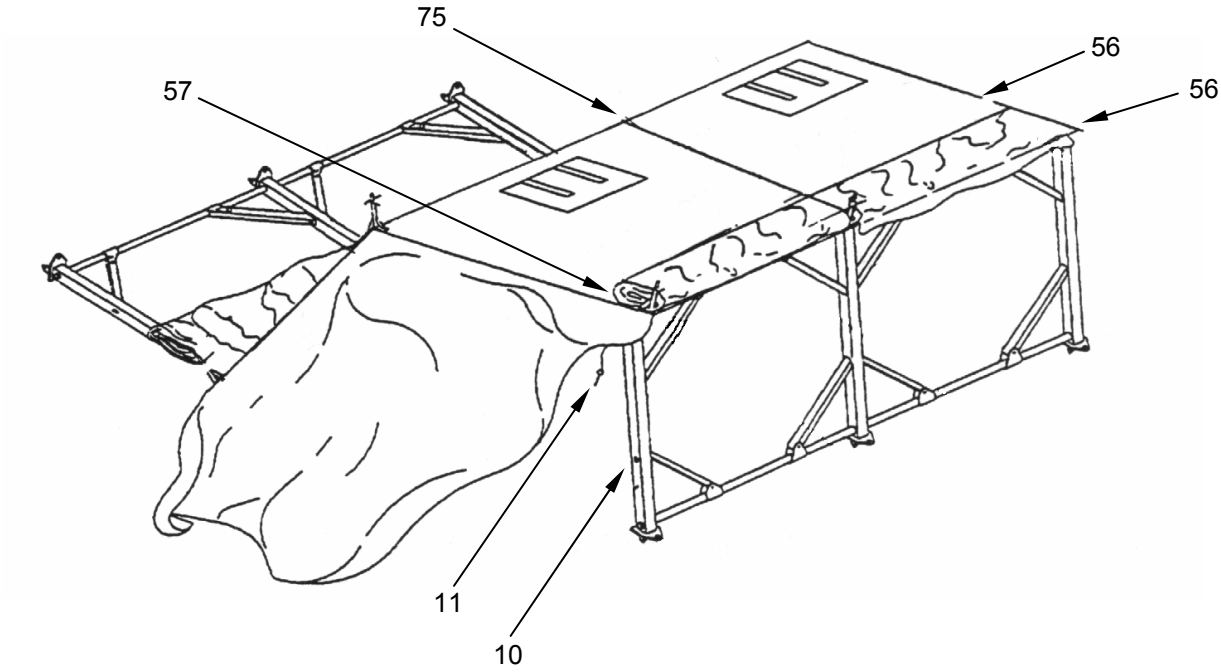

Figure 34. Fully Erecting the Frame.
1. Fold wall fabric **(Figure 34, Item 56)** towards ridge fabric **(Figure 34, Item 56)** and lay on roof **(Figure 34, Item 75)** to expose eave gussets **(Figure 34, Item 57)**.
2. Identify quick release pin **(Figure 34, Item 11)** and ensure it is hanging free.
3. Identify the locking hole in the side arch assembly **(Figure 34, Item 10)** and ensure it is free of debris.